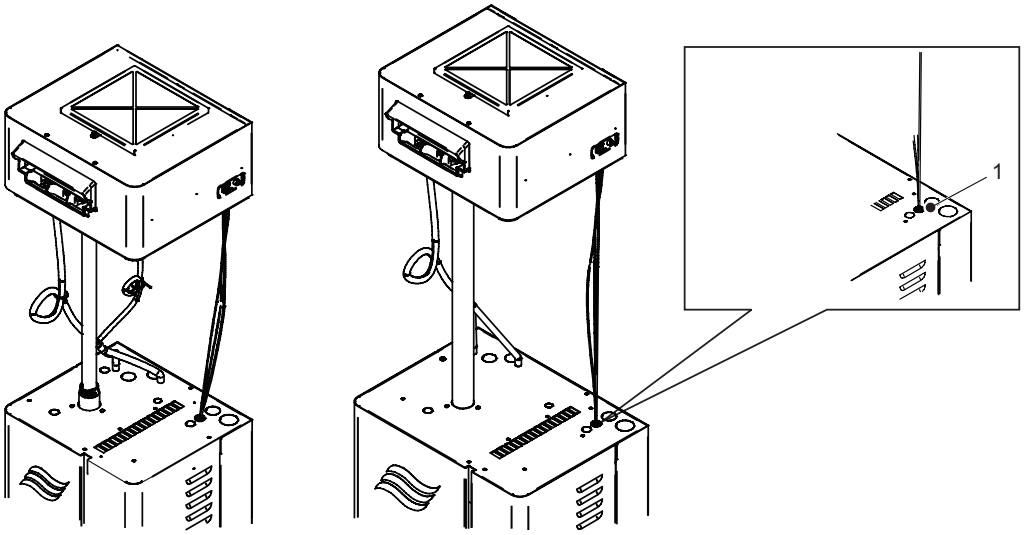

Figure 14 : Passage de câbles
b. Installer le passe-câble (fourni) dans l'orifice poinçonné directement au-dessus du connecteur de l'unité de ventilation et passer les câbles à travers le passe-câble, comme illustré sur la *Figure 14*.